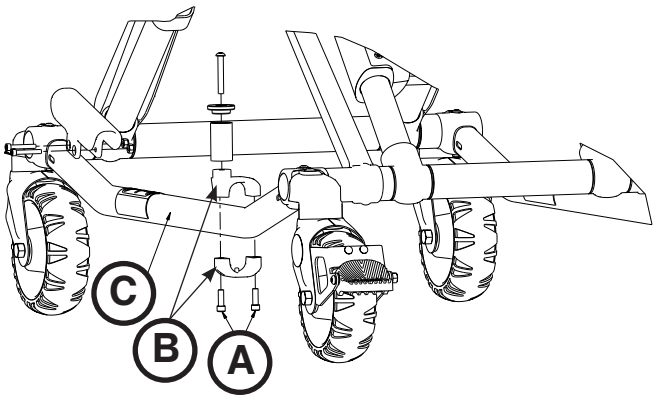

Abbildung 71
1. Mit einem T30 Torx-Schlüssel die beiden Innensechskantschrauben (A) entfernen, die die Stifthalterung (B) am Grundgestell (C) sichern (Abbildung 71). Beide Schrauben für den Wiedereinbau aufbewahren.